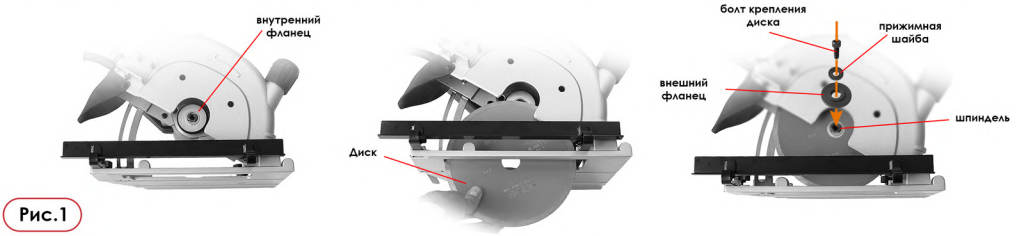

Рис.1
3. Установите внешний фланец и затяните болт шпинделя (Рис. 1).